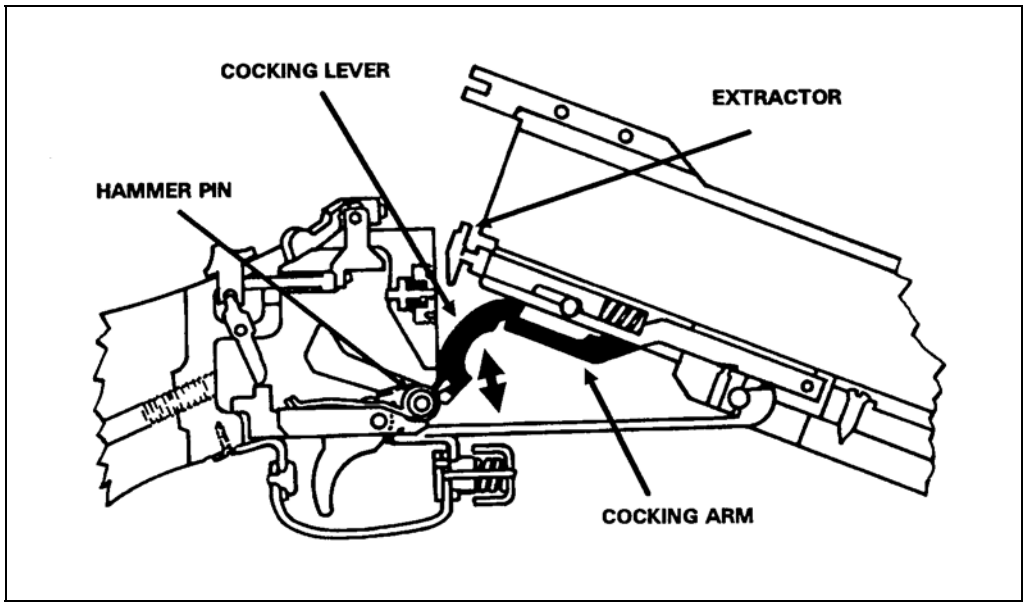

Figure A-16. Cocking the weapon and extracting a round or cartridge case.
c. **Extracting**. Extraction occurs while you are cocking the weapon (Figure A-16). As you open the barrel, the spring-loaded extractor withdraws the spent cartridge case about 1/2 inch from the breech end of the barrel.